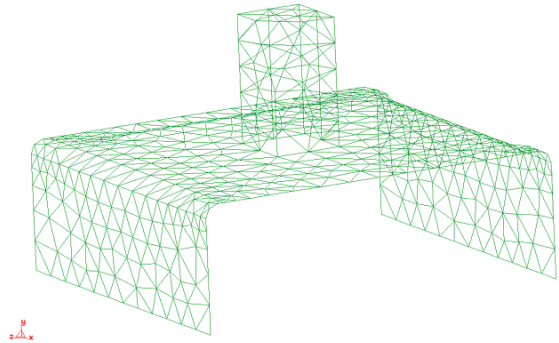

Figure 2. Meshing by default.
3. A meshing process window opens. Then another window appears with information about the mesh generated. Click **OK** to visualize the mesh (see Figure 2).